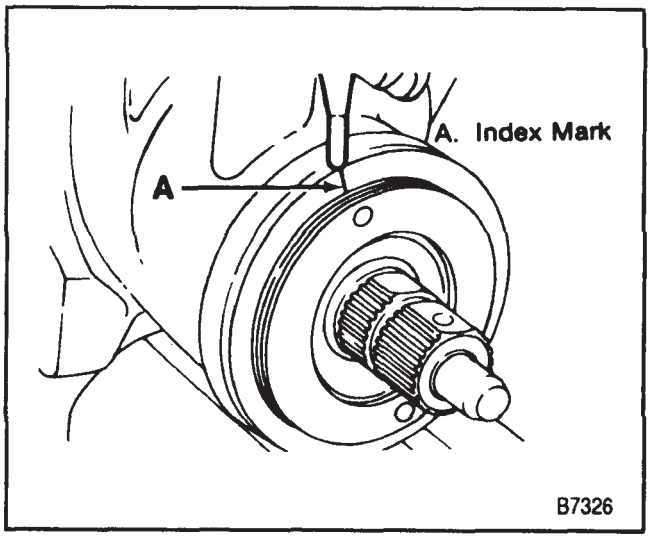

Figure 8—Alignment Marking the Adjuster Plug Hole with the Housing
3. Place an index mark on the housing even with one of the holes in the adjuster plug (figure 8).